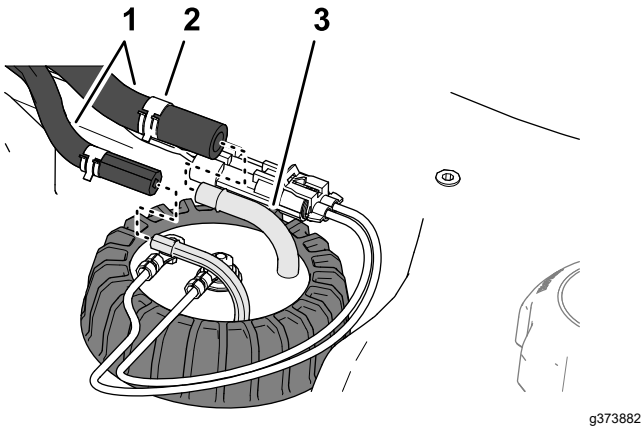

Figure 88
5. Assemble the hose onto the fittings of the fuel sender, and secure the hoses to the fittings with the clamps (Figure 88).